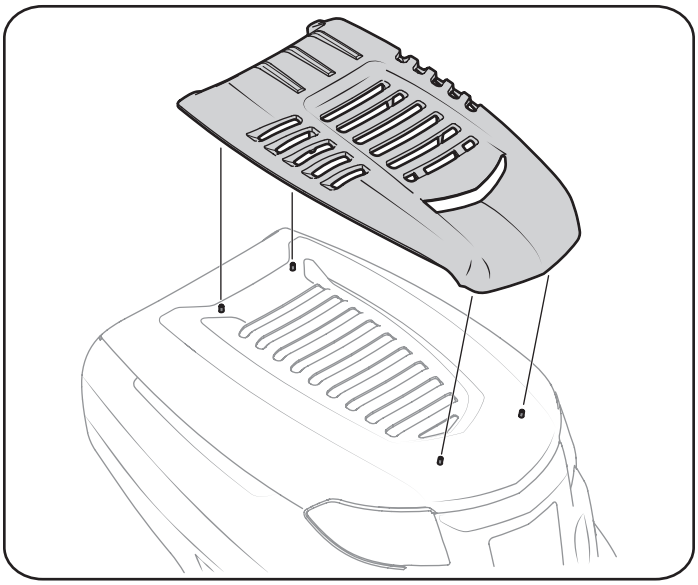

Figura 11
4. Calce la toma de aire en su lugar usando el capó como guía. Consulte la Figura 11.